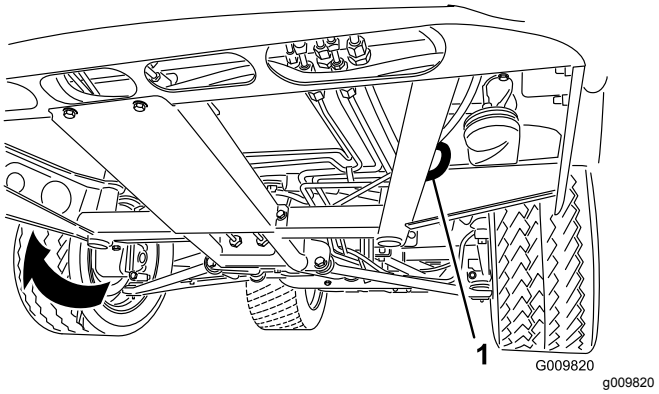
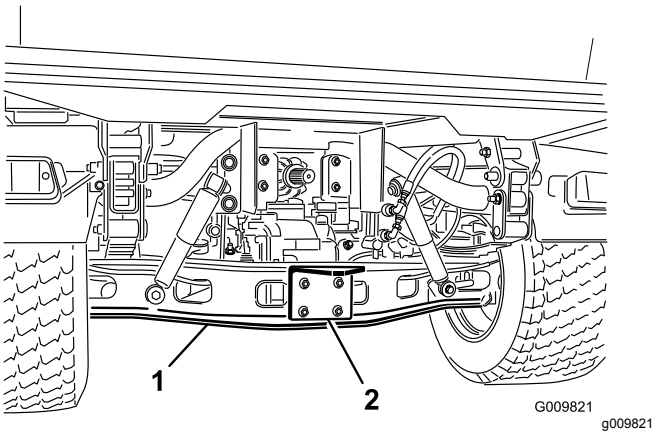

Figuur 19
Figuur 20
Zie Figuur 19 en Figuur 20 voor de plaats van de bevestigingspunten van de machine.
1. Bevestig een sleepkabel aan de lip op de voorzijde van het machineframe (Figuur 19).